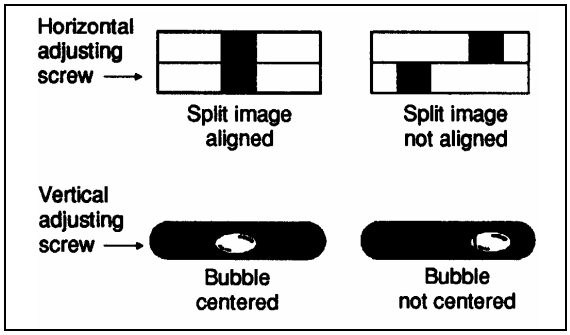

FIGURE 57: HEADLIGHT ALIGNMENT 06091
3. Turn the horizontal aim a djusting screw of each headlight unt il split image is aligned (Fig. 57 and 58).
2. Turn the adjusting screw of the headlight vertical aim until bubble is centered (Fig. 57 and 58). Repeat operation on other headlight.